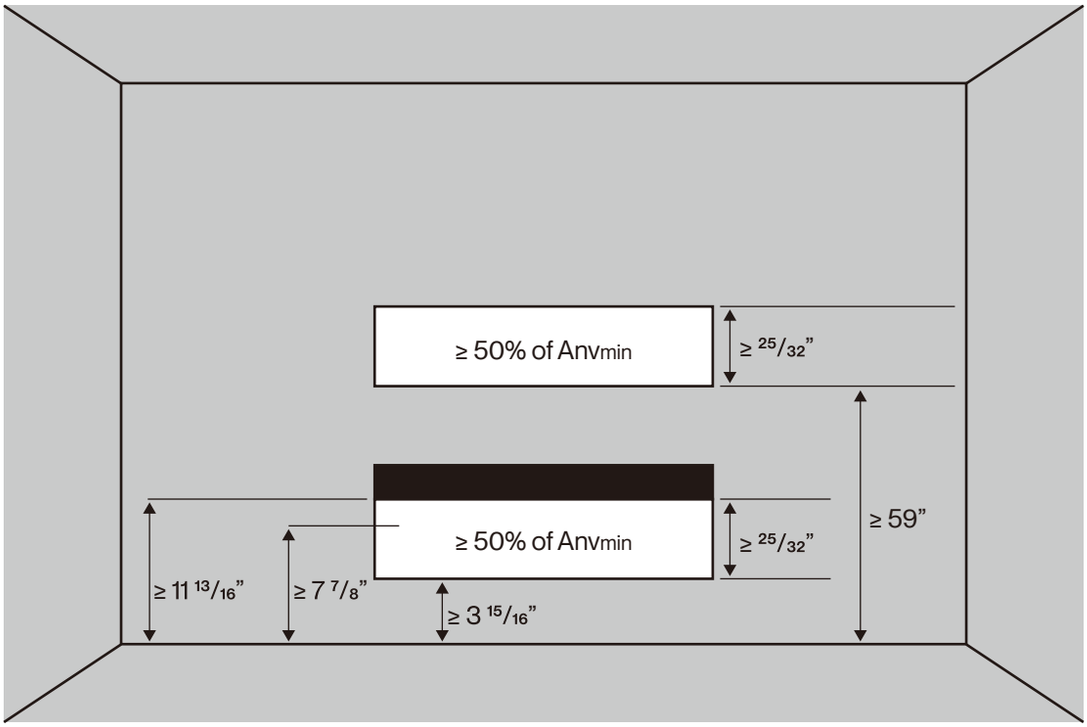

Fig 1-1 Opening Requirement for Connected Rooms
- The space considered shall be any space which contains refrigerant-containing parts or into which refrigerant could be released. The floor area (A) of the smallest, enclosed occupied space shall be used in the determinaiton of refrigerant.
- For determination of floor area (A) when used to calculate the refrigerant charge limit, the following shall apply:
- The floor area (A) shall be defined as the room area enclosed by the projection to the base of the walls, partitions and doors of the space in which the appliance is installed.
- The area of the connected rooms, on the same floor, connected by permanent opening in the walls and / or doors between occupied space, including gaps between the wall and the floor can be considered a single room when determining compliance to A_{min}, provided all of the following conditions are met as [Fig 1-1].